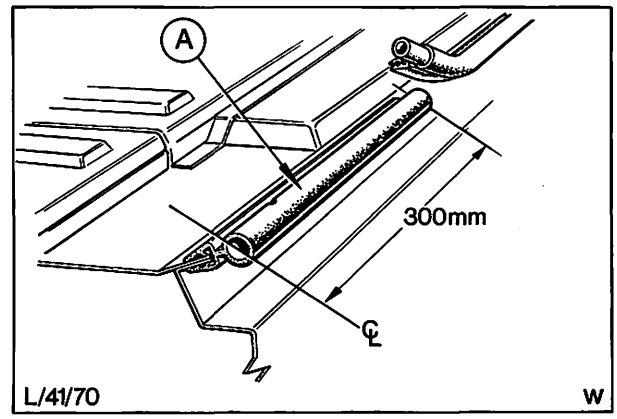

Abb. 60 Verbindungsstelle – Dichtungsgummi/Rückwandtür
2. Dichtungsgummi so auf den Haltesteg aufdrücken, daß Verbindungsstelle in der Mitte des Haltesteges liegt, Abb. 60. Dabei insbesondere auf gute Verlegung der Ecken achten.